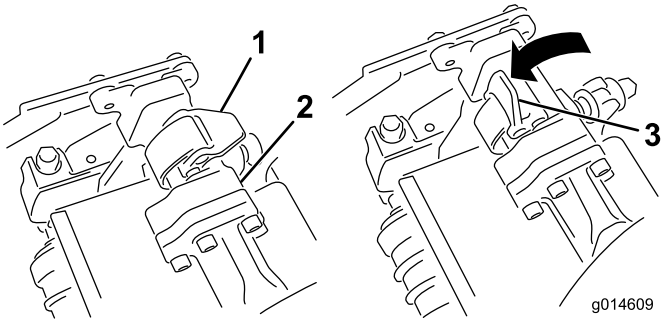
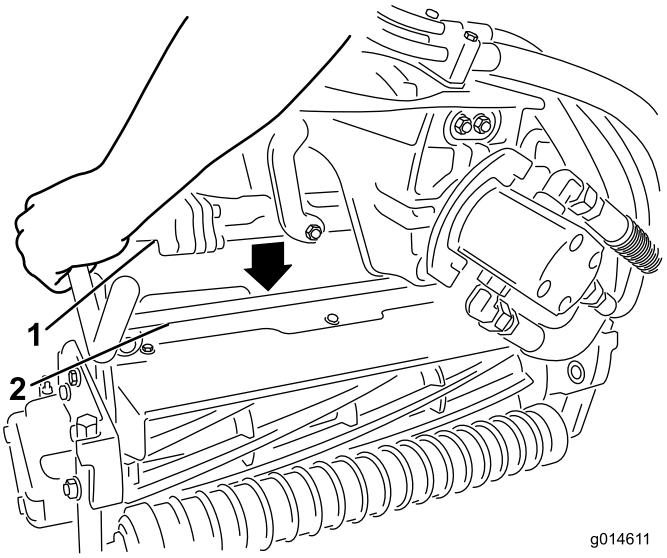

Figur 36
Figur 37
4. Mens låsehåndtagene på affjedringsarmen peger opad (dvs. er åbne) (Figur 36), skal du skubbe affjedringsarmen ned, så stangen kan sættes over tværstangen på klippeenheden øverst oppe (Figur 37).
5. Luk låsehåndtagene ned og omkring klippeenhedens stang, og lås dem på plads (Figur 36).
5. Åbn låsehåndtagene på affjedringsarmens stang på klippeenheden, som du fjerner (Figur 36).